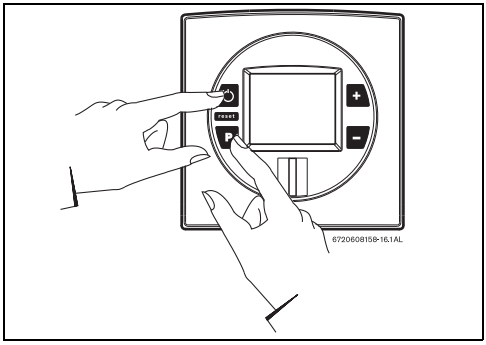

Рис. 41 Режим настройки подачи газа
- Нажмите и удерживайте кнопку программирования и нажмите кнопку «Вкл./выкл.» для включения прибора (Рис. 41).